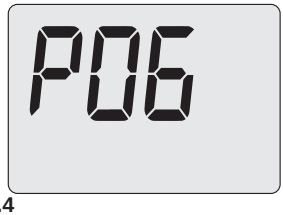

Figura 7.4
- Scorrere i vari parametri utilizzando i tasti 13 o 14 fino a far apparire sul display LCD codice **P06**, indicante l'entrata nel "parametro P06" (Figura 7.4).